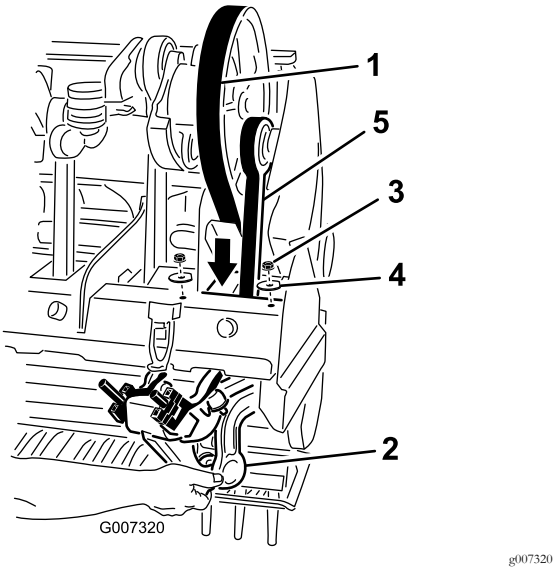

Figur 39
5. Løsn og fjern de 2 låsemøtrikker og spændeskiver, der fastgør Rotalink-enhedens dæmper til 1. stampearm (Figur 39).
7. Før drivremmen ned gennem kernehovedrammen og omkring den nederste ende af 1. stampearm (Figur 39).